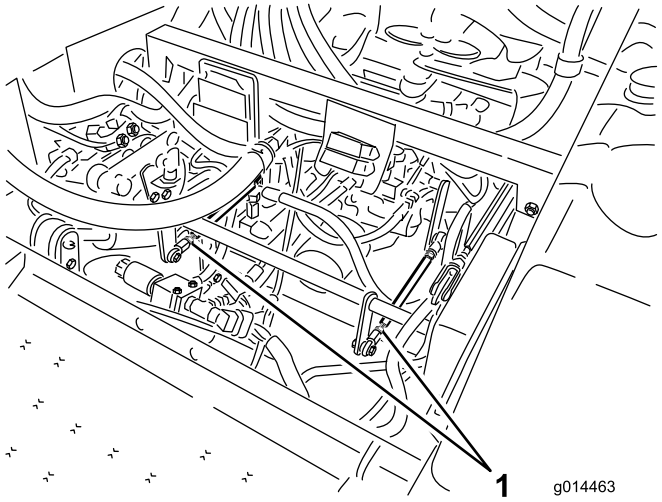

Figur 59
- Hvis det venstre baghjul roterer, skal kontramøtrikkerne løsnes på transmissionsstyrearmen i venstre side (Figur 59).